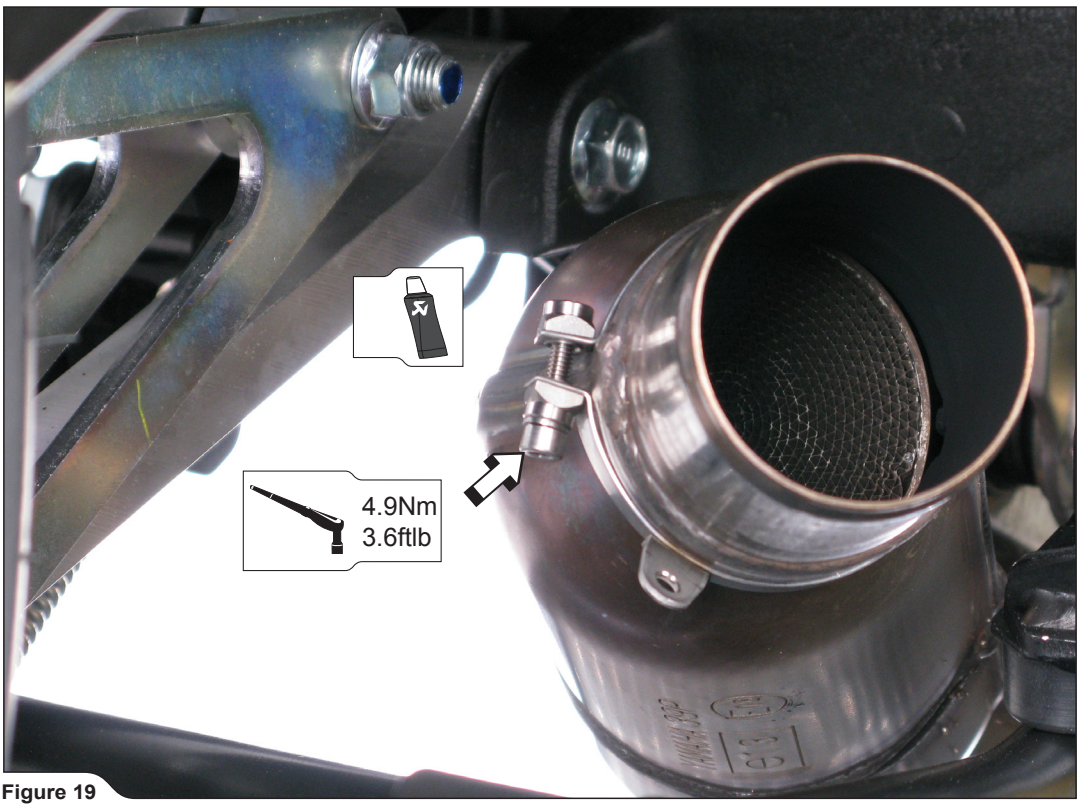

Figure 19
11. Correctly instal Akrapovič hook clamp onto the stock header pipe as shown and tighten it to a specified torque **(Figure 19).**